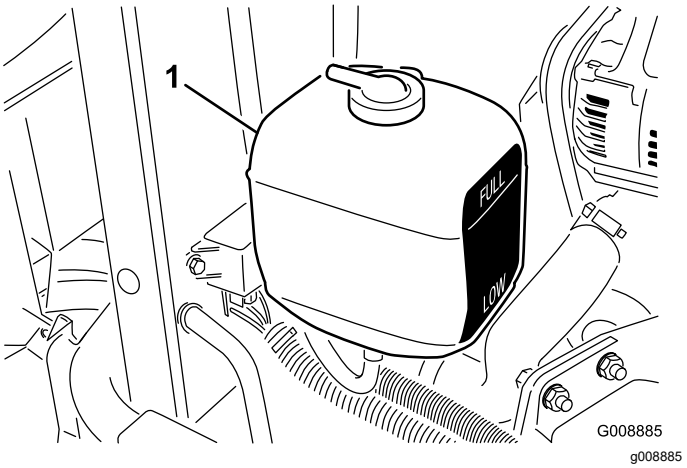

Figuur 57
2. Controleer het koelvloeistofpeil in de expansietank (Figuur 57). Als de motor koud is, behoort het koelvloeistofpeil ongeveer halverwege tussen de markeringen op de zijkant van de tank te staan.